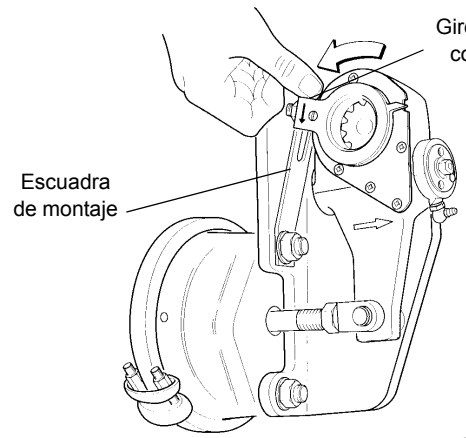

FIGURA 8-53
6. Gire el brazo de control en sentido contrahorario hacia la cámara de aire, hasta que se perciba un tope interno firme. De ser necesario, utilice un martillo de plástico para golpear levemente el brazo de control hasta colocarlo en posición (vea la Figura 8-53).